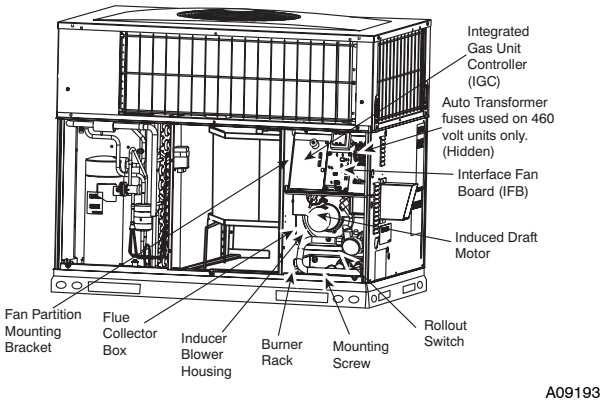

Fig. 17 - Blower Housing and Flue Collector Box
2. Remove the 11 screws holding the flue collector box cover (See Fig. 17) to the heat exchanger assembly. Inspect the heat exchangers.
Unit is equipped with a direct spark ignition 100 percent lockout system. Ignition module (IGC) is located in the control box (See Fig. 17). Module contains a self-diagnostic LED. During servicing, refer to label diagram or Table 5 in these instructions for LED interpretation.
5. Remove fan partition mounting bracket (2 screws located on the left side of the control compartment on the fan partition panel). Slide bracket forward, bottom first, to remove (See Fig. 17).
7. Remove the mounting screw that attaches the burner rack to the unit base (See Fig. 17).
8. Partially slide the burner rack out of the unit (see Fig. 17 and 20). Remove ignitor and sensor wires at the burner assembly. Remove rollout switch wires.
9. Slide the burner rack out of the unit (See Fig. 17 and 20).